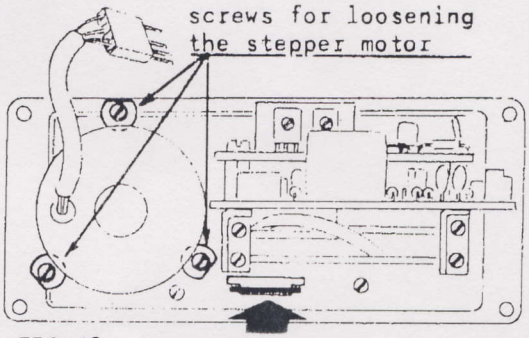

FIG 43
2. To adjust the tape position relative to the read head, connect an oscilloscope to R21 or C16 (see circuit diagram). Load the reader with a tape punched in all channels and operate the reader at 120ch/s. Observe the pulses during operation. Turn the motor in one direction (after loosening the screws see Fig. 43) until the pulses start being bad. Make a pencil mark on the motor.